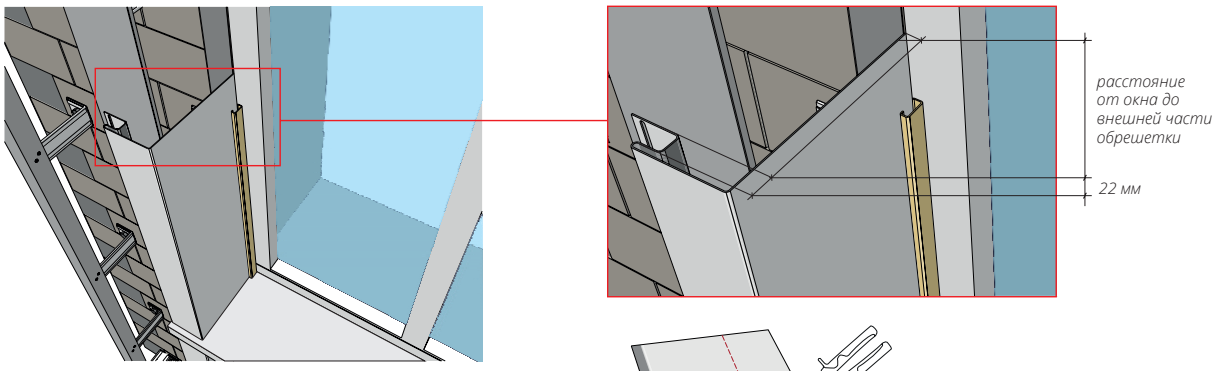
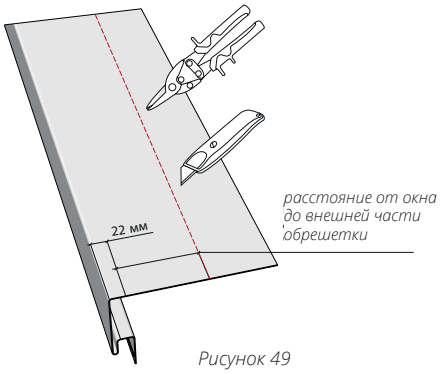

Рисунок 48
Рисунок 49
15.4 Ширина околооконной планки подгоняется и подрезается под глубину оконного проема. Измерьте расстояние от окна до внешней части обрешетки (рис. 48), прибавьте к нему 22 мм, при использовании приоконной планки 30 мм. Перенесите это расстояние на широкую часть околооконной планки (рис. 49). Лишнее отрежьте, используя правило, нож или ножницы.